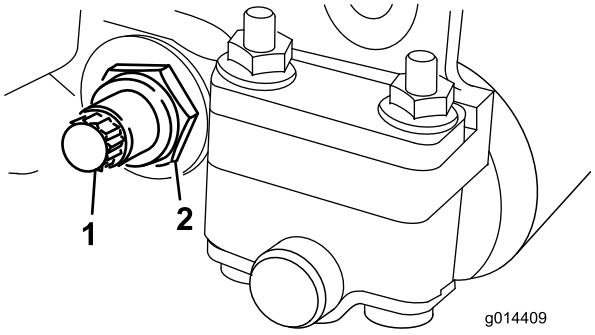
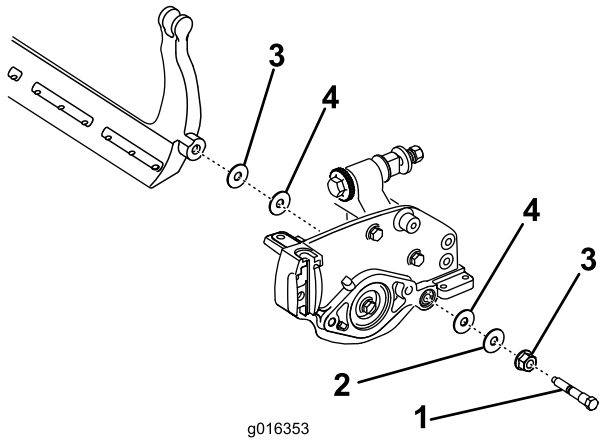

Figuur 19
Figuur 20
3. Draai de borgmoer van de snijbalkbout aan beide zijden van de machine los (Figuur 19).
4. Verwijder beide snijbalkbouten zodat de snijbalk omlaag kan worden getrokken en uit de machine worden verwijderd (Figuur 19). Bewaar de twee nylon ringen en een stalen ring op beide uiteinden van de snijbalk (Figuur 20).
2. Zet de snijbalk vast aan beide zijplaten met de snijbalkbouten (moeren op de bouten) en 6 ringen. Plaats een nylon ring op beide zijden van de verdikking op de zijplaat. Plaats een stalen ring op de buitenkant van beide nylon ringen (Figuur 20). Draai de bouten van de snijbalk vast met een torsie van 27–36 Nm. Draai de borgmoeren vast tot de buitenste stalen ring stopt met draaien en er geen eindspeling meer is, maar draai de moeren niet te vast en zorg ervoor dat de zijplaten niet vervormen. De ringen aan de binnenkant mogen speelruimte hebben.